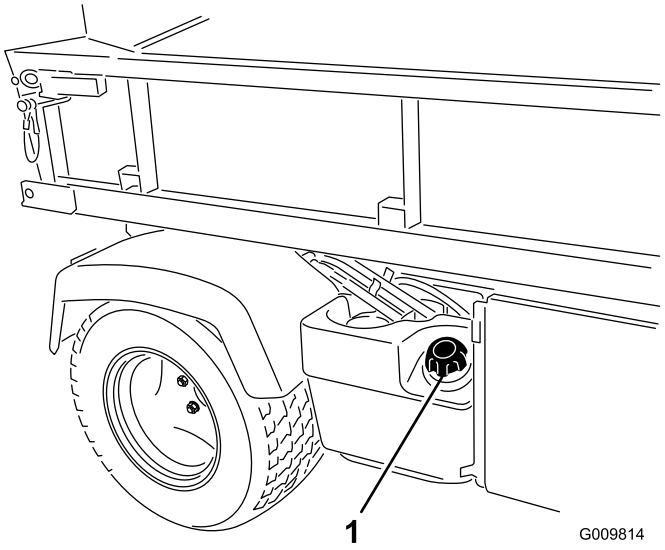

Figur 28
1. Rengør området omkring brændstoftankens dæksel (Figur 28).
2. Fjern brændstofdækslet (Figur 28).